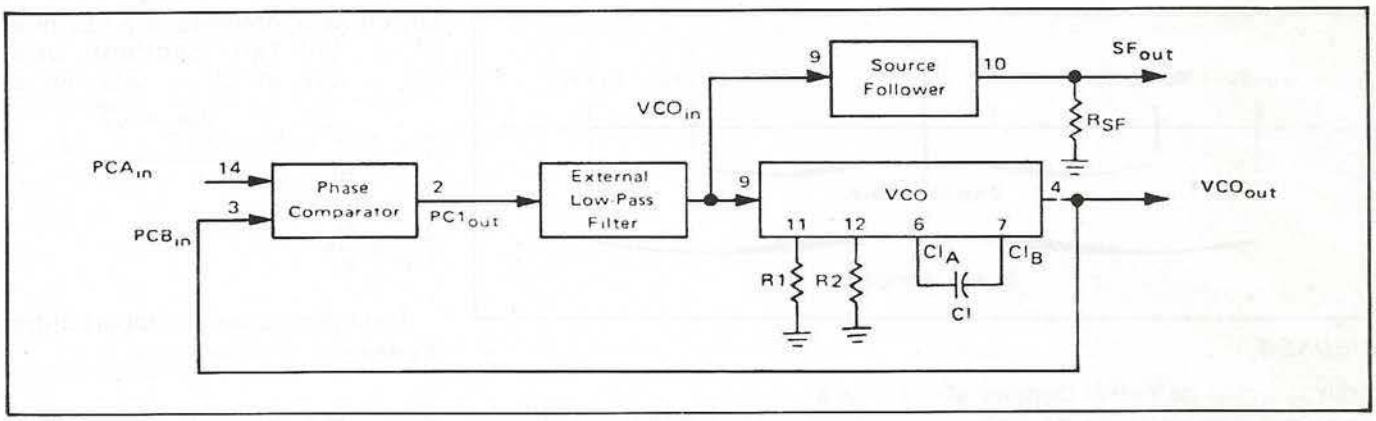

FIGURE 5: PLL MC 14046 (ceci est un extrait de la notice Motorola).
a) Calcul des composants (figure 5)